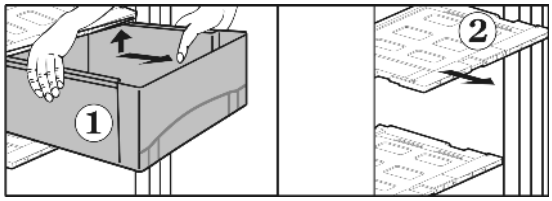

Fig. 11
▶ Выдвижные ящики *Fig. 11 (1)* извлеките до упора.
▶ У снятого выдвижного ящика крышку *Fig. 11 (2)* с регулятором влажности освободите из фиксаторов сверху, извлеките вперед.